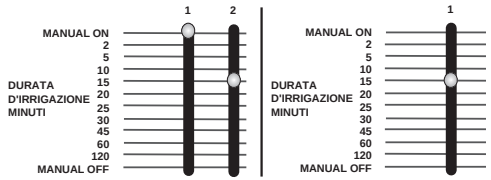

FIGURA 14: Riego manual en la unidad 1 utilizando el graduador deslizante.
- En primer lugar, sitúe el graduador deslizante en la posición **MANUAL ON** (manual activado), es decir, en el extremo superior, y a continuación vuelva a situarlo en un valor de duración cualquiera. Por ejemplo, si desea regar en una unidad determinada durante 15 minutos, deslice el graduador hasta la posición **MANUAL ON** y después hasta la posición correspondiente a los 15 minutos **[Vea la Figura 14].**